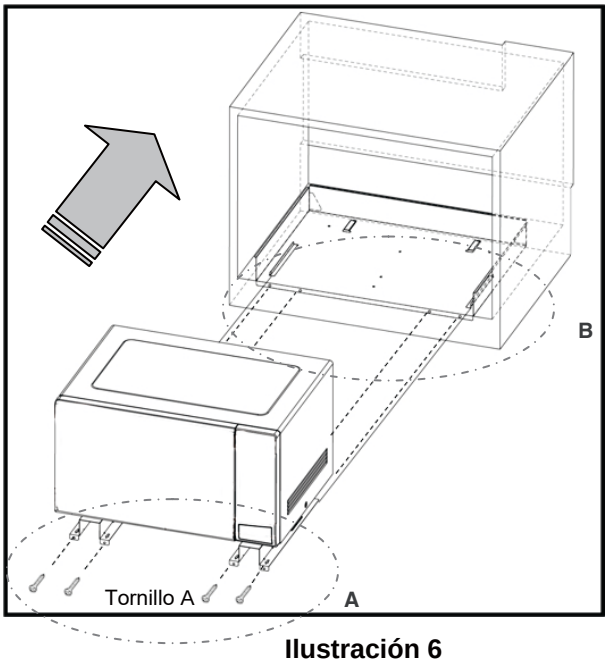

Ilustración 6
2. Guíe cuidadosamente el horno ensamblado hacia el interior de la abertura preparada. Deslice el horno sobre el conjunto de conducto extractor. Véase la ilustración 6.